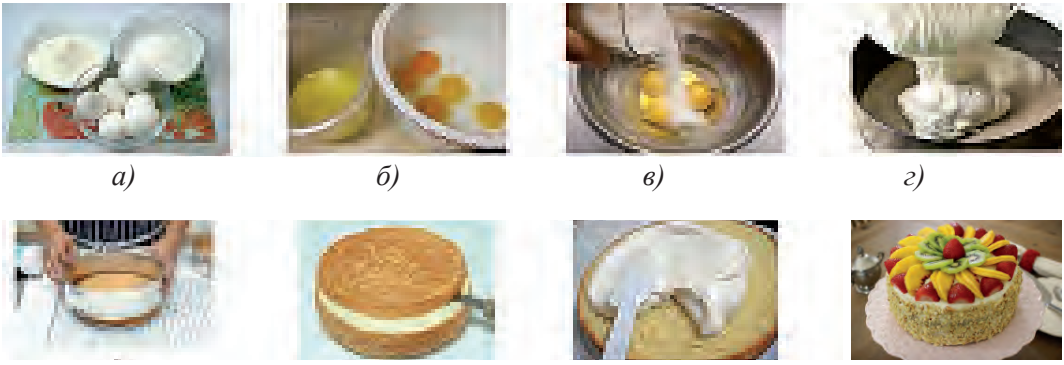

Рис.17. Приготовление и оформление бисквита.
Продукты: *6 яиц, 1 стакан сахара, 1 стакан муки. Для крема: 300 гр сливочного масла, 450 гр сгущенного молока (рис.17, а).*
1. Отделить белки от желтков, охладить в холодильнике (рис.17, б).
2. Растереть желтки с половиной стакана сахара (рис.17, в).
5. Форму застелить калькой, выложить тесто и выпекать в духовке 10–15 минут при температуре +200+220° (рис.17, г).
6. Испеченный бисквит остудить, разделить на 2 или 3 коржа, пропитать сиропом (рис.17, д, е).
8. Коржи смазать кремом и сложить друг на друга, сверху при помощи кондитерского шприца украсить кремом или фруктами (рис.17, ж, з).